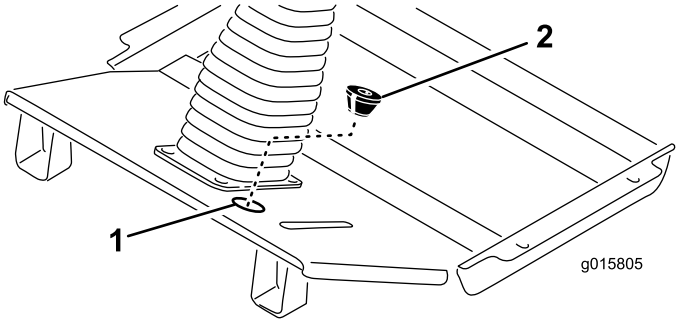

Figure 13
- Cut a slit in the supplied grommet and cut out the bottom opening. With the cone end of the grommet facing down, wrap it around the harness and insert it into the knockout hole in the platform (Figure 13).